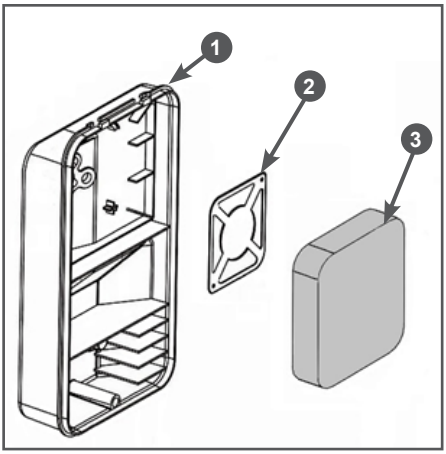

Рис. 21 Обслуживание воздушного фильтра
2. Извлеките из корпуса 1 фильтрующий элемент 3 и сепаратор 2 (Рис. 21).